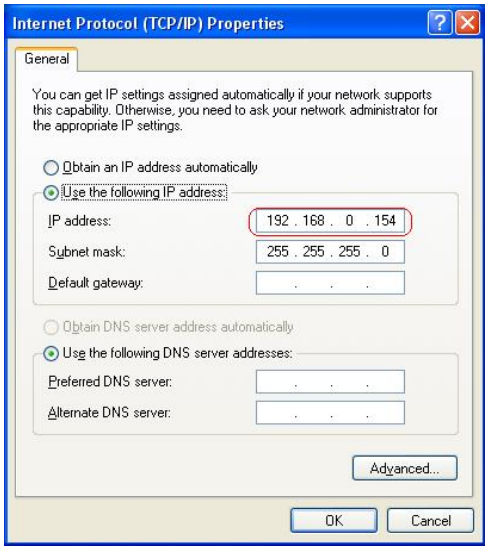

Figure 17-1
4. Give the GV-ASManager a fixed IP address that is NOT used by another device. See Figure 17-1.